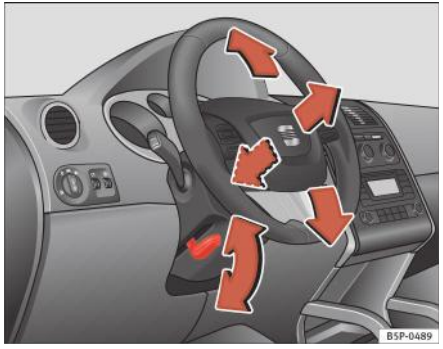

Fig. 132 Reglarea poziției volanului
– Împingeți maneta de sub coloana de direcție ⇒ fig. 132 în jos ⇒ ⚠.